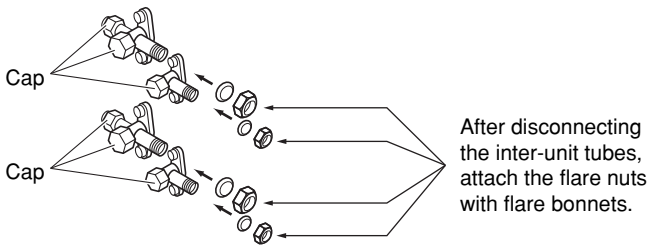

Fig. 24
(4) Disconnect the manifold gauge and the inter-unit tubes, and attach the caps and flare nuts. At this point, pump-down is completed. (If the caps and flare nuts are not reattached, there is the danger of gas leakage.) (Refer to Fig. 24.)